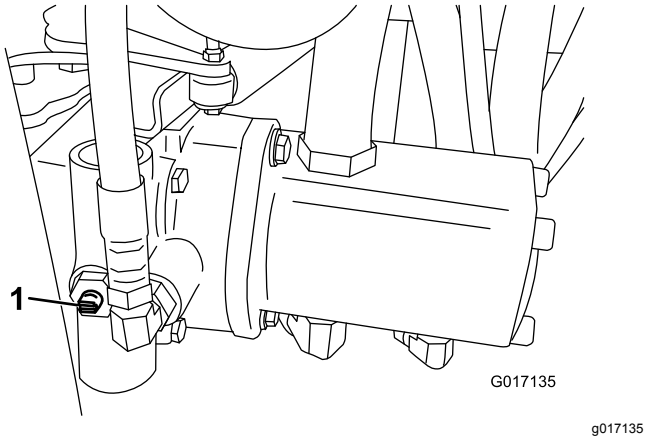

Figuur 27
1. Ga naar de omloopklep op de pomp en draai deze zodat de sleuf verticaal staat (Figuur 27).
2. Voordat u de motor start, moet u de omloopklep sluiten door deze zo te draaien dat de sleuf horizontaal staat (Figuur 27). U mag de motor niet starten als het ventiel open is.